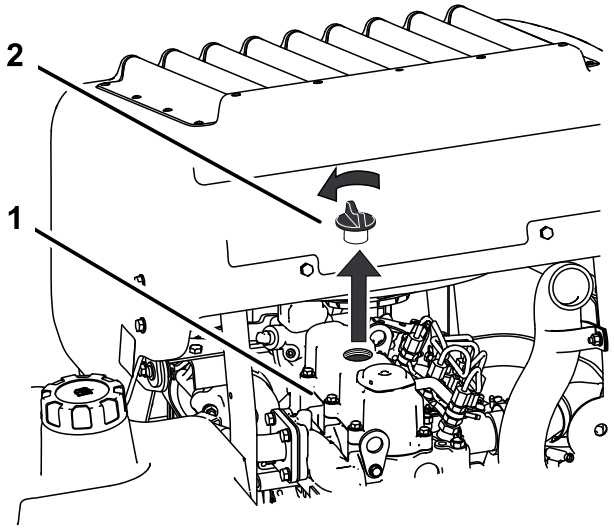

Figuur 41
6. Verwijder de vuldop op de bovenkant van de motor (Figuur 41). Hierdoor kan de olie makkelijker weglopen.
2. Verwijder de vuldop en de peilstok (Figuur 41).